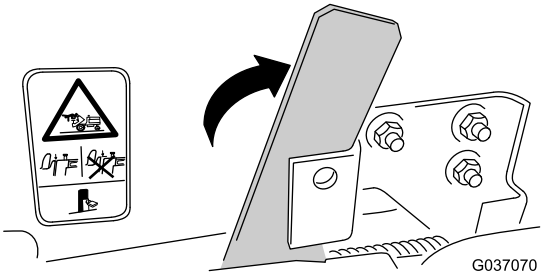
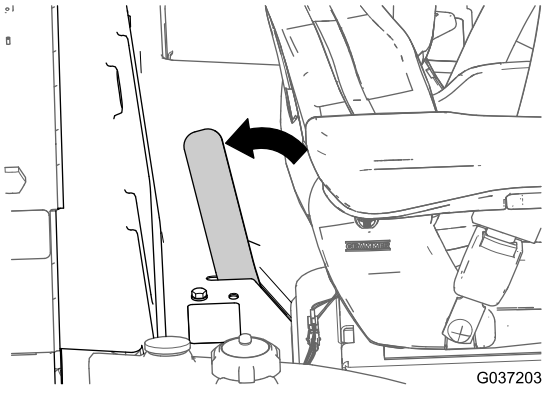

Figure 39
Figure 40
3. Abaissez complètement la plate-forme et déplacez la poignée de verrouillage vers l'arrière de la tondeuse (Figure 39 ou Figure 40) jusqu'à ce que les crochets du verrou s'engagent complètement sur la barre de verrouillage.